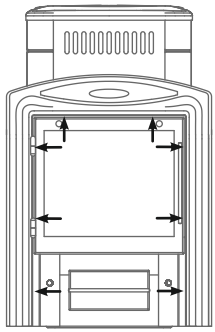

Рисунок 6. Места установки саморезов
1. открутить саморезы 8 шт., которыми прикрепляется рамка с дверцей к топливному каналу, и снять ее (см. рисунок 6);